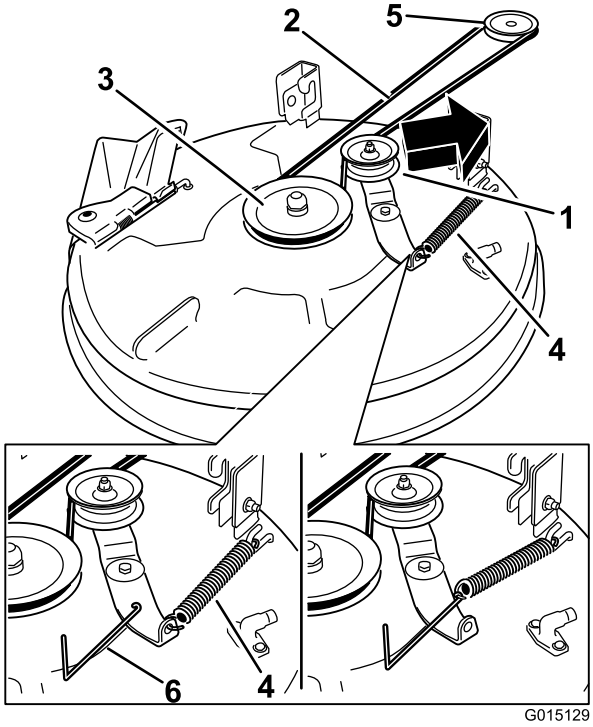
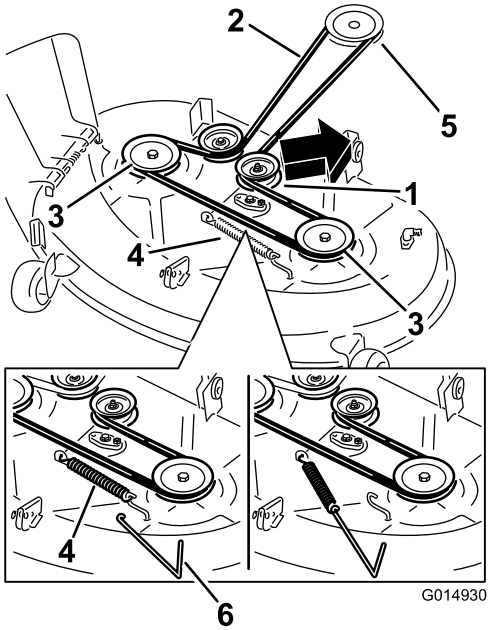

Figur 68
Figur 69
5. Brug et fjederværktøj (Toro, delnr. 92-5771), fjern styrefjederen fra skjoldets krog for at fjerne spændingen fra styreremskiven, og rul remmen af remskiverne (Figur 68 og Figur 69).
6. Før den nye rem rundt om motorremskiven og plæneklipperremskiverne (Figur 68 og Figur 69).
7. Brug et fjederværktøj (Toro, delnr. 92-5771) til at montere styrefjederen over skjoldets krog for at tilspænde styreremskiven og plæneklipperremmen (Figur 69 og Figur 68).